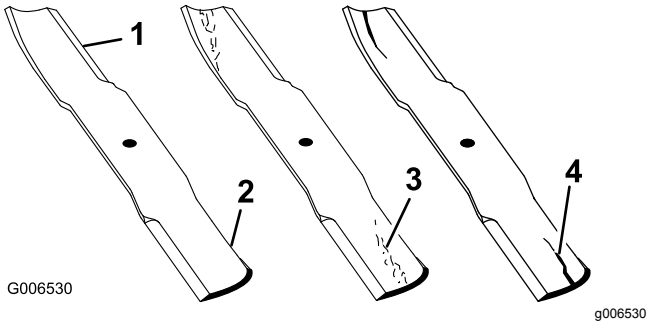

Figuur 62
1. Controleer de snijranden (Figuur 62).
4. Als u scheuren, slijtage of groefvorming in dit deel constateert, moet u direct een nieuw mes monteren (Figuur 62).